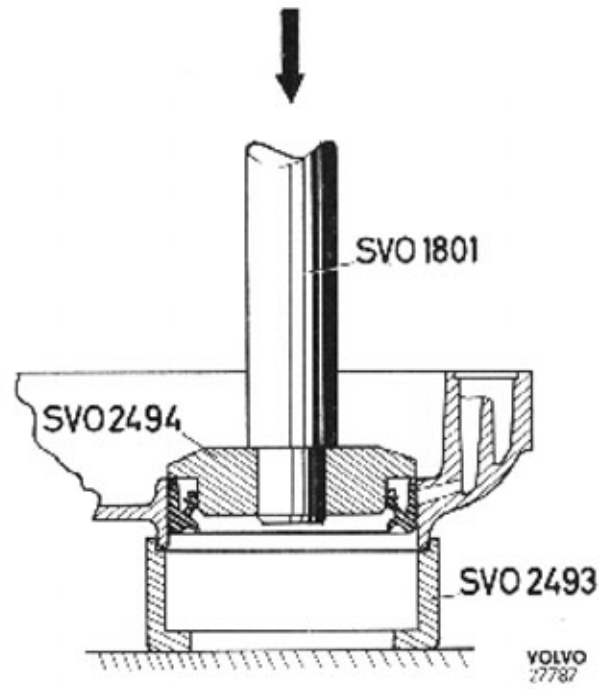
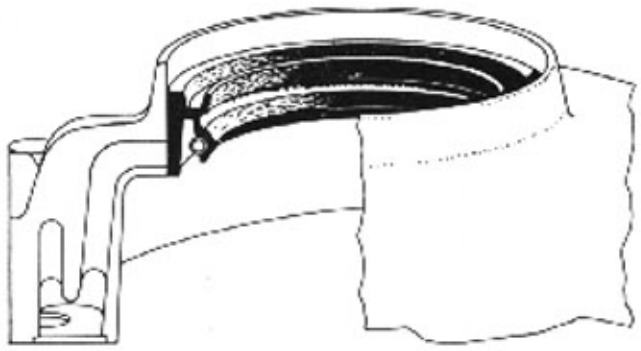

Bild 21-22. Demontering av tätningsring
Bild 21-24. Tätningsringens placering i kåpan
4. Demontera och montera tätningsringen i kåpan med hjälp av dorn SVO 2494, standardskaft SVO 1801 och underläggsring SVO 2493, se bild 21-22 och 21-23. Vid monteringen skall tätningsringen pressas i tills den stoppar mot underläggsringen. Hur tätningsringen skall vändas framgår av bild 21-24. Sätt kåpan på plats och montera skruvarna utan att dra åt dem.